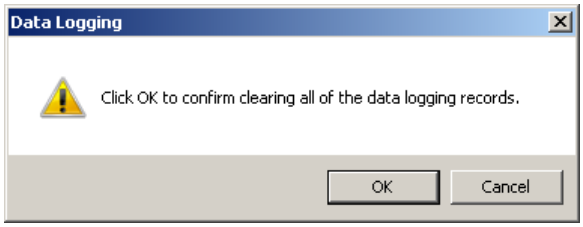

Figure 2-28 Clear Data Log Record Confirmation Screen
2. Select **Setup/Data Log/Clear** from the TapTalk toolbar. TapTalk will display a Clear Data Log Record confirmation screen (Figure 2-28).